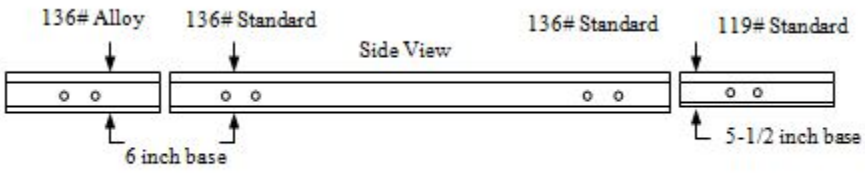

Figure 111D *Cut-in Rail*
- Make the compromise weld between the rails of the same chemistry. (See Figure 111D)